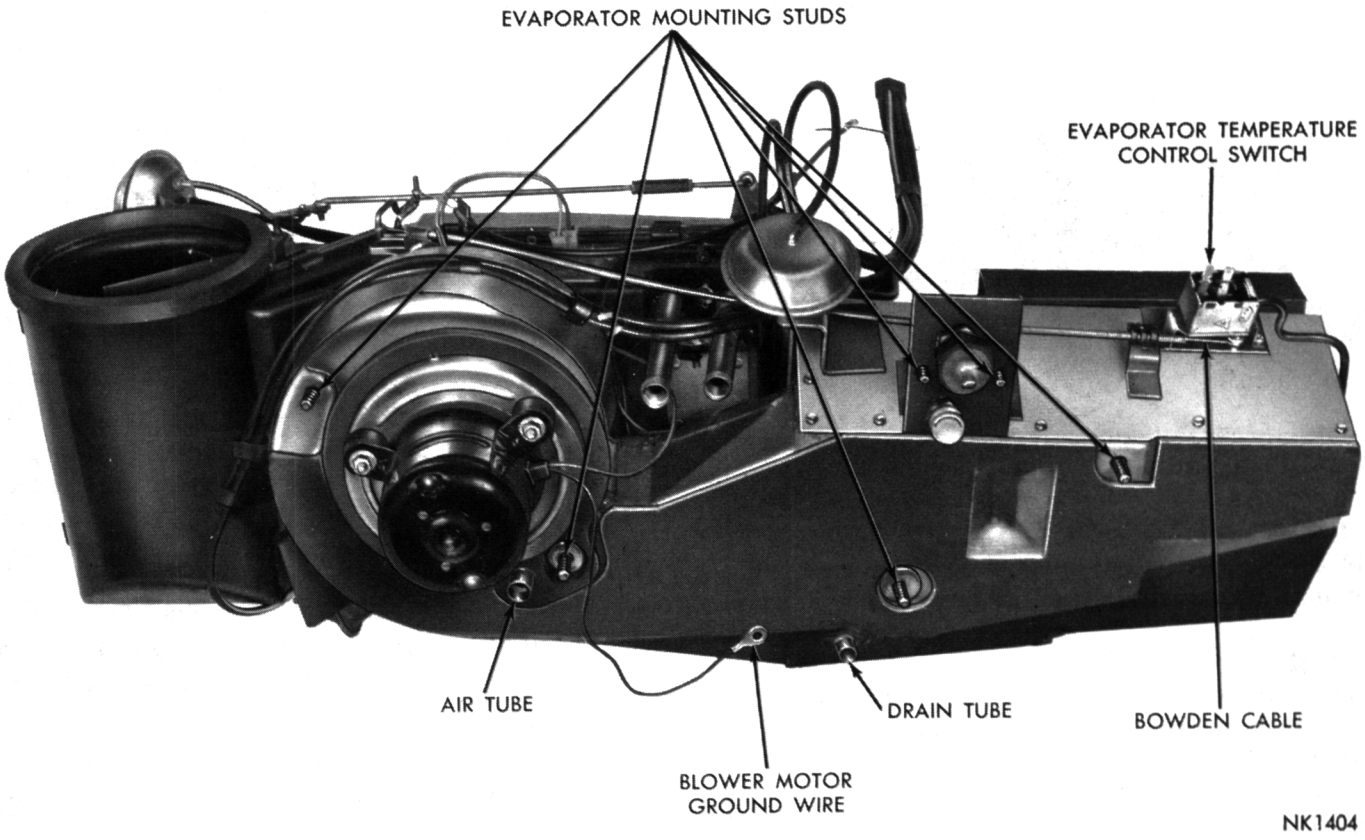

Fig. 87—Heater and Evaporator Assembly—Engine Side—Typical
(6) Disconnect heater housing support rod from the fresh air duct (Fig. 87).
(7) Remove heater assembly.
(8) Remove fresh air-recirculating door actuator.
(9) Remove operating link between bellcrank and recirculating door.
(10) Remove the fresh air inlet seal from either front or rear heater housing half only.
(11) Remove the retainer clips attaching the heater housing halves together and separate the heater housing halves.
(12) Remove the screws attaching the heater core to heater housing and remove the core.